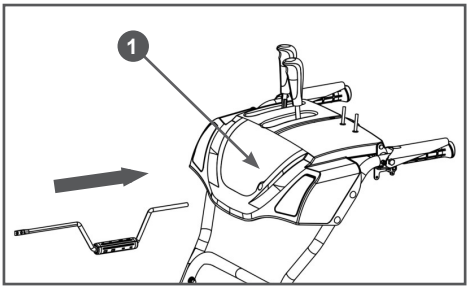

**Рис. 12 Установка вала управления поворотом желоба**
12. Установите вал управления поворотом желоба. Вставьте круглый конец вала 3 управления поворотом желоба в отверстие 1 на панели (Рис. 12).